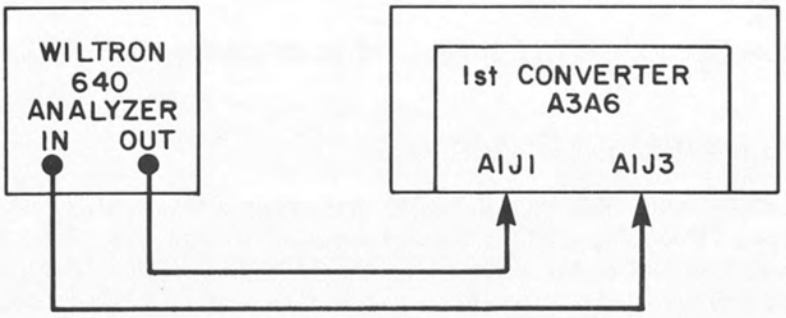

Figure 4-18. 2nd Converter Alignment, Equipment Connections
5. Connect the RF Analyzer to the 2nd Converter, as illustrated in **Figure 4-18.**